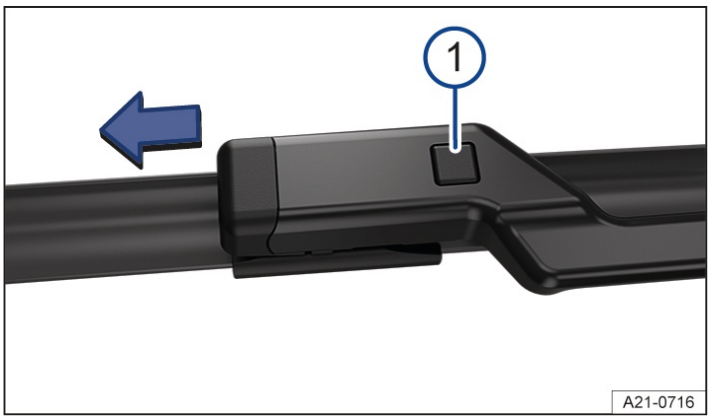

Fig. 1 Changing the windscreen wiper blades.
3. Press and hold the release button and simultaneously pull off the wiper blade in the direction of the arrow → *Fig. 1* (1).